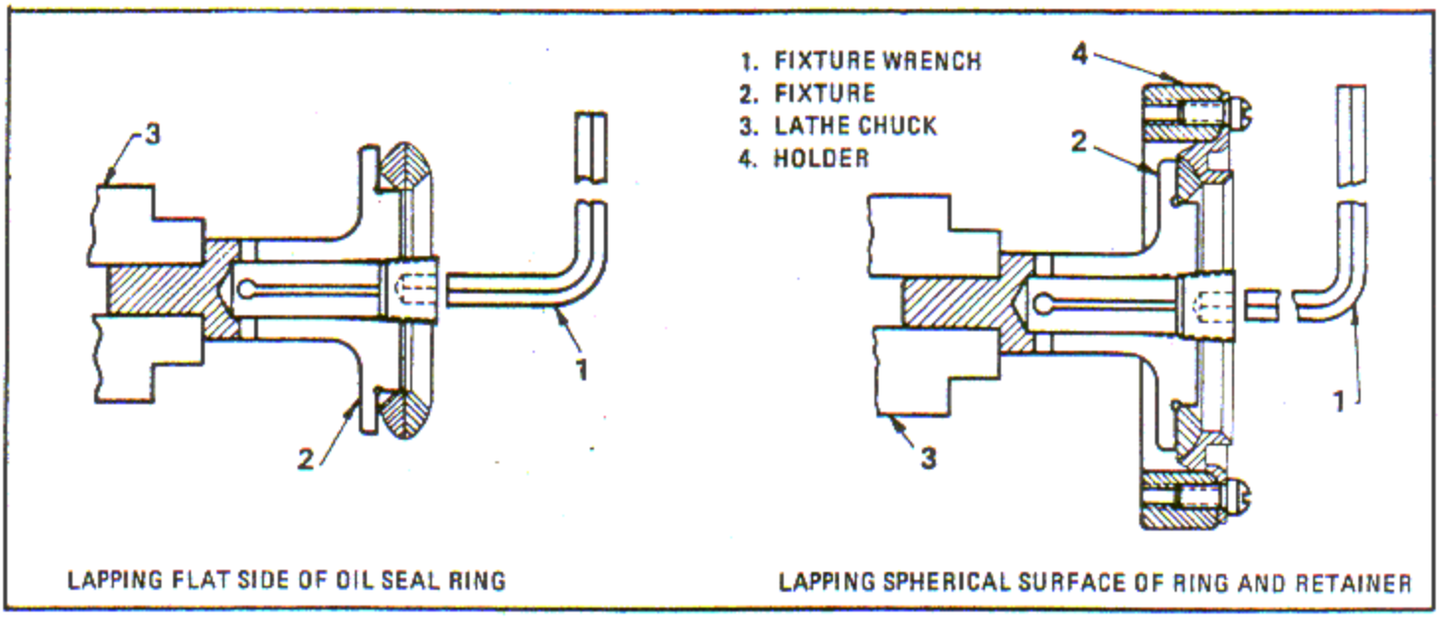

Figure 6-210. Accessory Drive and Starter Shaft Spherical Oil Seal and Retainer Lapping
a. Clamp fixture (2, figure 6-210) on a lathe chuck (3). Assemble the oil seal ring on the fixture as shown. Tighten the socket head screw with a suitable wrench (1) only enough to prevent the ring from slipping.
a. Assemble the oil seal ring on fixture (2, figure 6-210) as shown. Tighten the socket head screw with a suitable wrench (1) using only enough torque to prevent the ring from slipping.
b. Assemble the oil seal retainer on the ground side of the holder (4, figure 6-210) using a screw in each hole. Torque screws evenly.